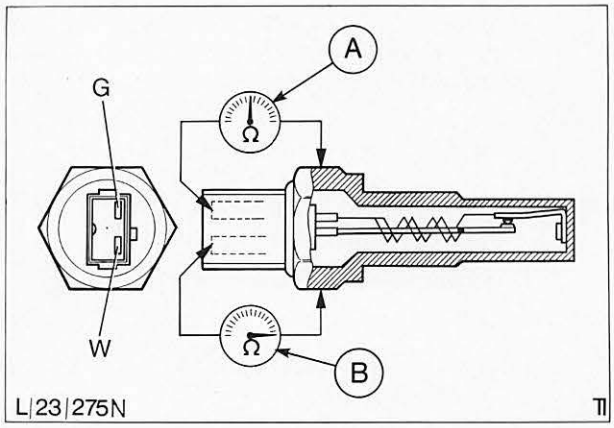

Abb. 62 Widerstandsprüfung bei kaltem Motor
f) Ohmmeter zwischen einen der Steckeranschlüsse und Masse anschließen und Widerstand feststellen, Abb. 62.
Ohmmeter zwischen den zweiten Steckeranschluß und an Masse anschließen und Widerstand feststellen, Abb. 62.